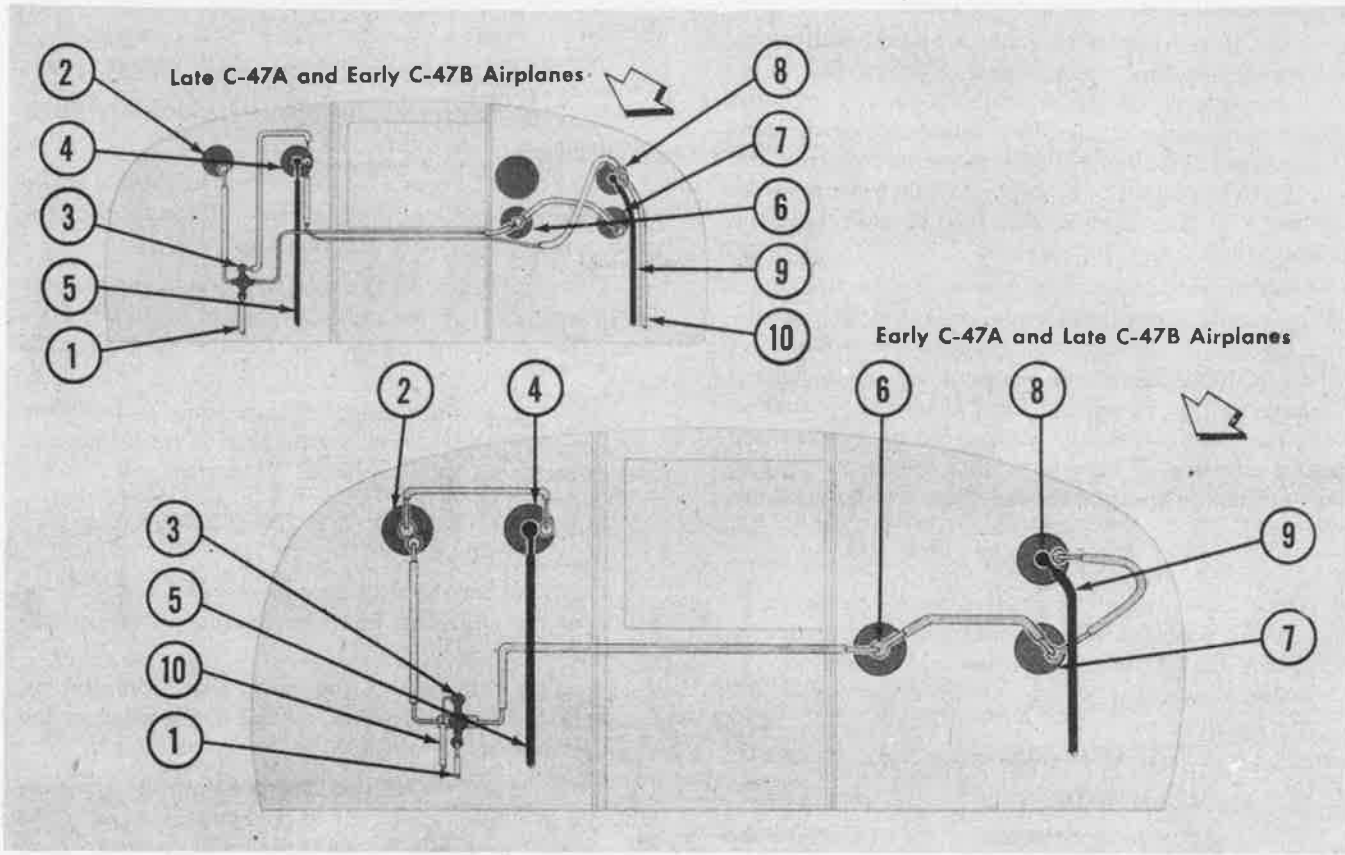

Figure 312—Pitot-Static Instrument Lines at Panel
a. Disconnect the static line as close to the indicator as possible, and attach a rubber tubing to the instrument end. (See figure 312.)
a. Disconnect the line (static pressure) from the altimeter. (See figure 312.)